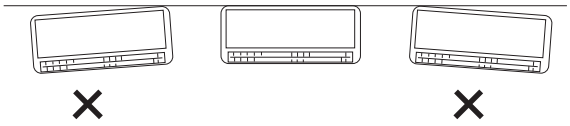

Fig. 3-11
(2) Double check with a carpenter's level or tape measure that the panel is level. This is important to install the unit properly. (Fig. 3-11)
(3) Make sure the panel is flush against the wall. Any space between the wall and unit will cause noise and vibration.